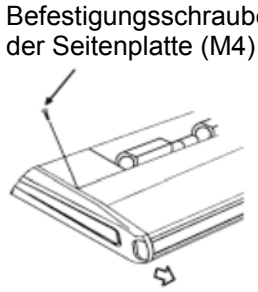

Abb. 24
- Lösen Sie die Seitenplatte, indem Sie die Befestigungsschrauben ausdrehen, und ziehen Sie sie nach vorn (in Pfeilrichtung) (siehe Abb. 24) aus.